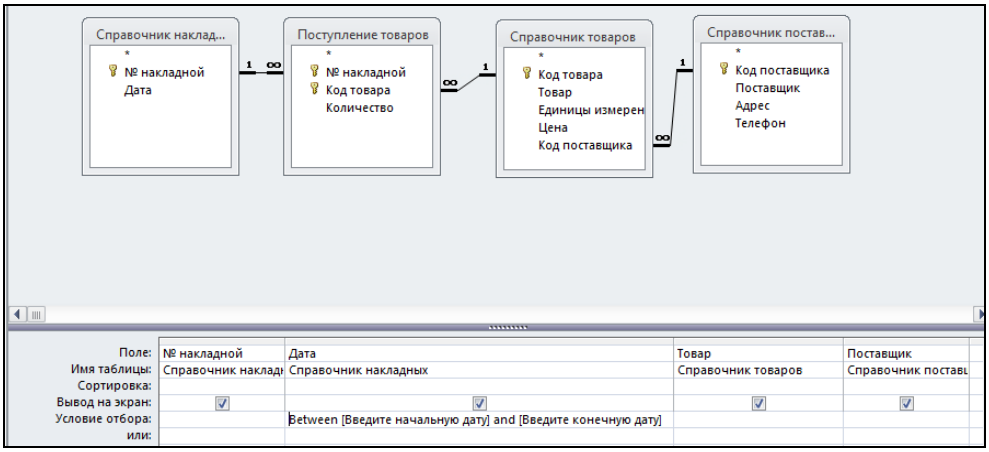

Рис. 4.10. Запрос с двумя параметрами
4. В раздел параметров запроса добавляются те поля, значения которых должны быть отображены в результате выполнения запроса (рис. 4.10). Добавить поле в запрос можно двойным щелчком по его названию в соответствующей таблице, расположенной в верхней части окна запроса.
5. При создании запроса в строке *Условие отбора* под полем *Дата* в квадратных скобках записываются два параметра (рис. 4.10).